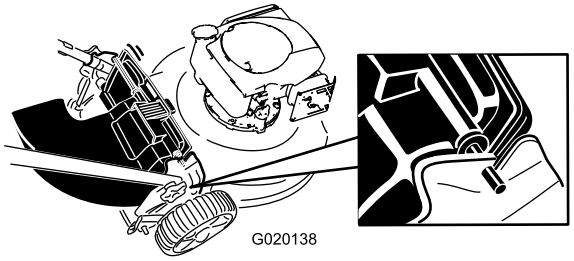

Figur 18
4. Sett stangen på den bakre utslippsavlederen inn på hakkene på maskinen (Figur 18).